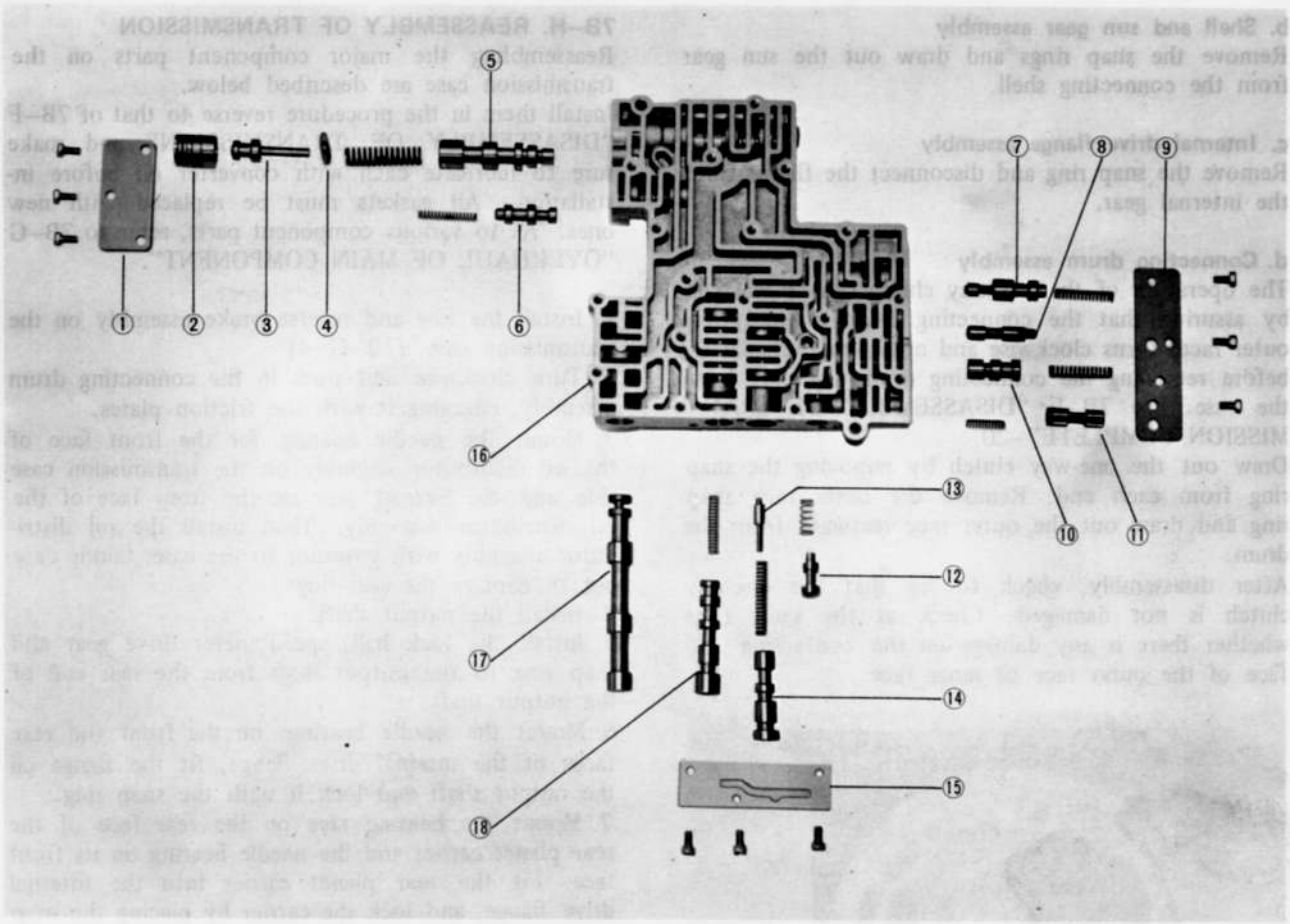

Fig. 7B–45 Component parts of control valve
a. Install small valves and springs by referring to the components parts of control valve Fig. 7B–45.